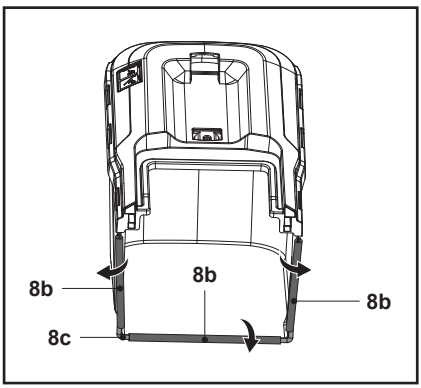

Fig. 5
1. Prinde cele trei cleme din cauciuc (8b) pe tija de susținere (8c) de pe colectorul de iarbă (8) (fig. 5).